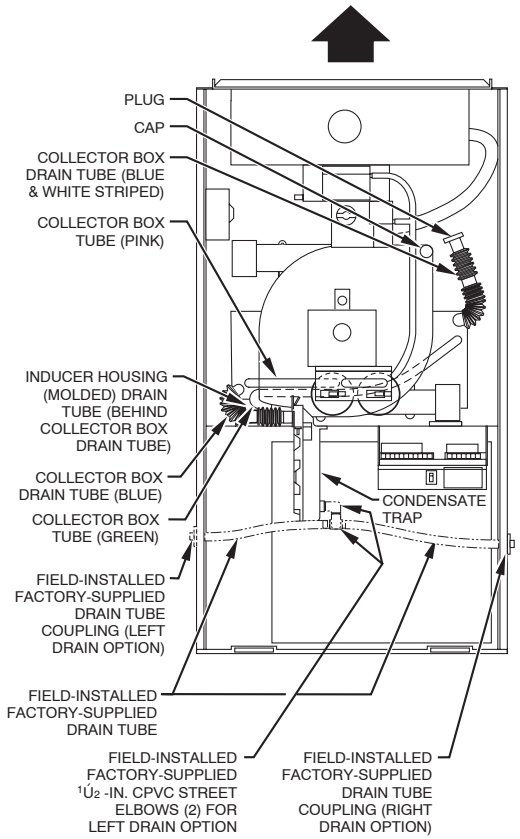

Fig. 7 - Factory-Shipped Upflow Tube Configuration (Shown with Blower Access Panel Removed)
Some assembly and modifications are required for furnaces installed in any of the 4 applications shown in Fig. 1. All drain and pressure tubes are connected as shown in Fig. 7. See appropriate application instructions for these procedures.
The condensate trap is factory installed in the blower shelf and factory connected for UPFLOW applications. A factory-supplied tube is used to extend the condensate trap drain connection to the desired furnace side for field drain attachment. See Condensate Trap Tubing (Factory-Shipped Orientation) section for drain tube extension details. (See Fig. 7.)
NOTE: See Fig. 7 or tube routing label on main furnace door to confirm location of these tubes.
e. Cement 2 factory-supplied 1/2-in. street CPVC elbows to rigid drain tube connection on condensate trap. (See Fig. 7.) These elbows must be cemented together and cemented to condensate trap drain connection.
NOTE: See Fig. 7 or 8 or tube routing label on main furnace door to check for proper connections.